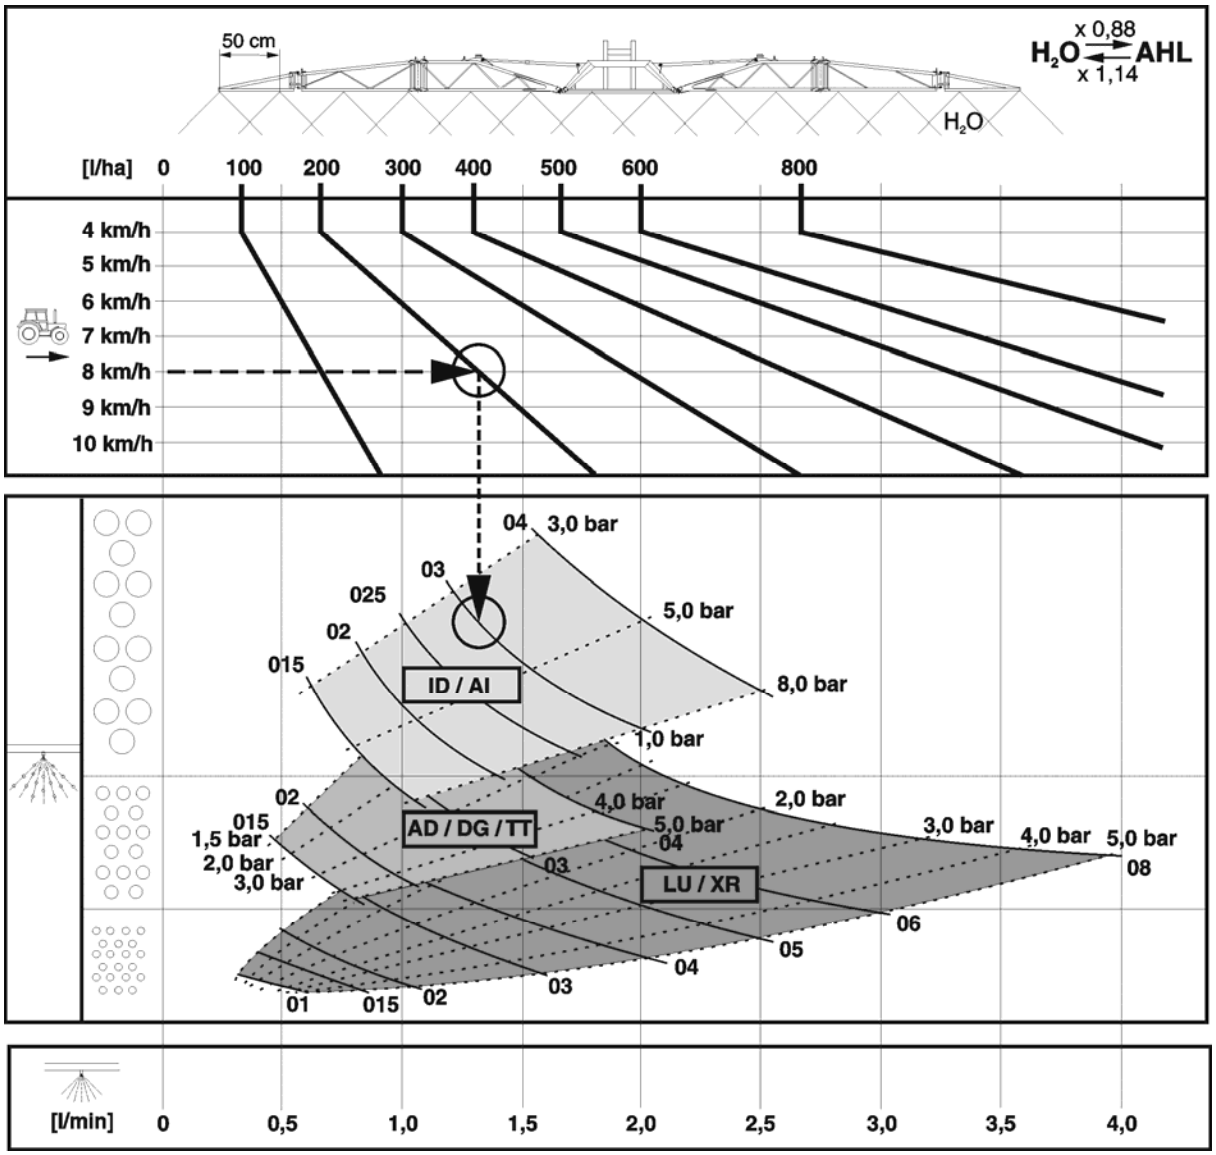

Rys. 181
- Rys. 181 służy do wyboru odpowiedniego typu dyszy. Typ dyszy ustalany jest przez